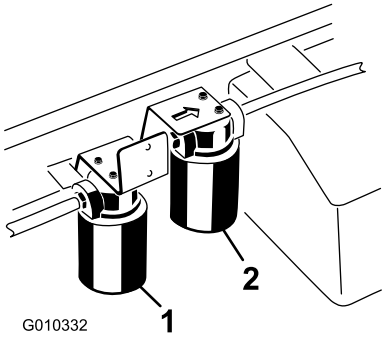

Figuur 72
3. Plaats een opvangbak onder het filter en verwijder het filter (Figuur 72).
1. Reinig de omgeving van de plaats waar het filter met hoge stroming wordt gemonteerd (Figuur 72).